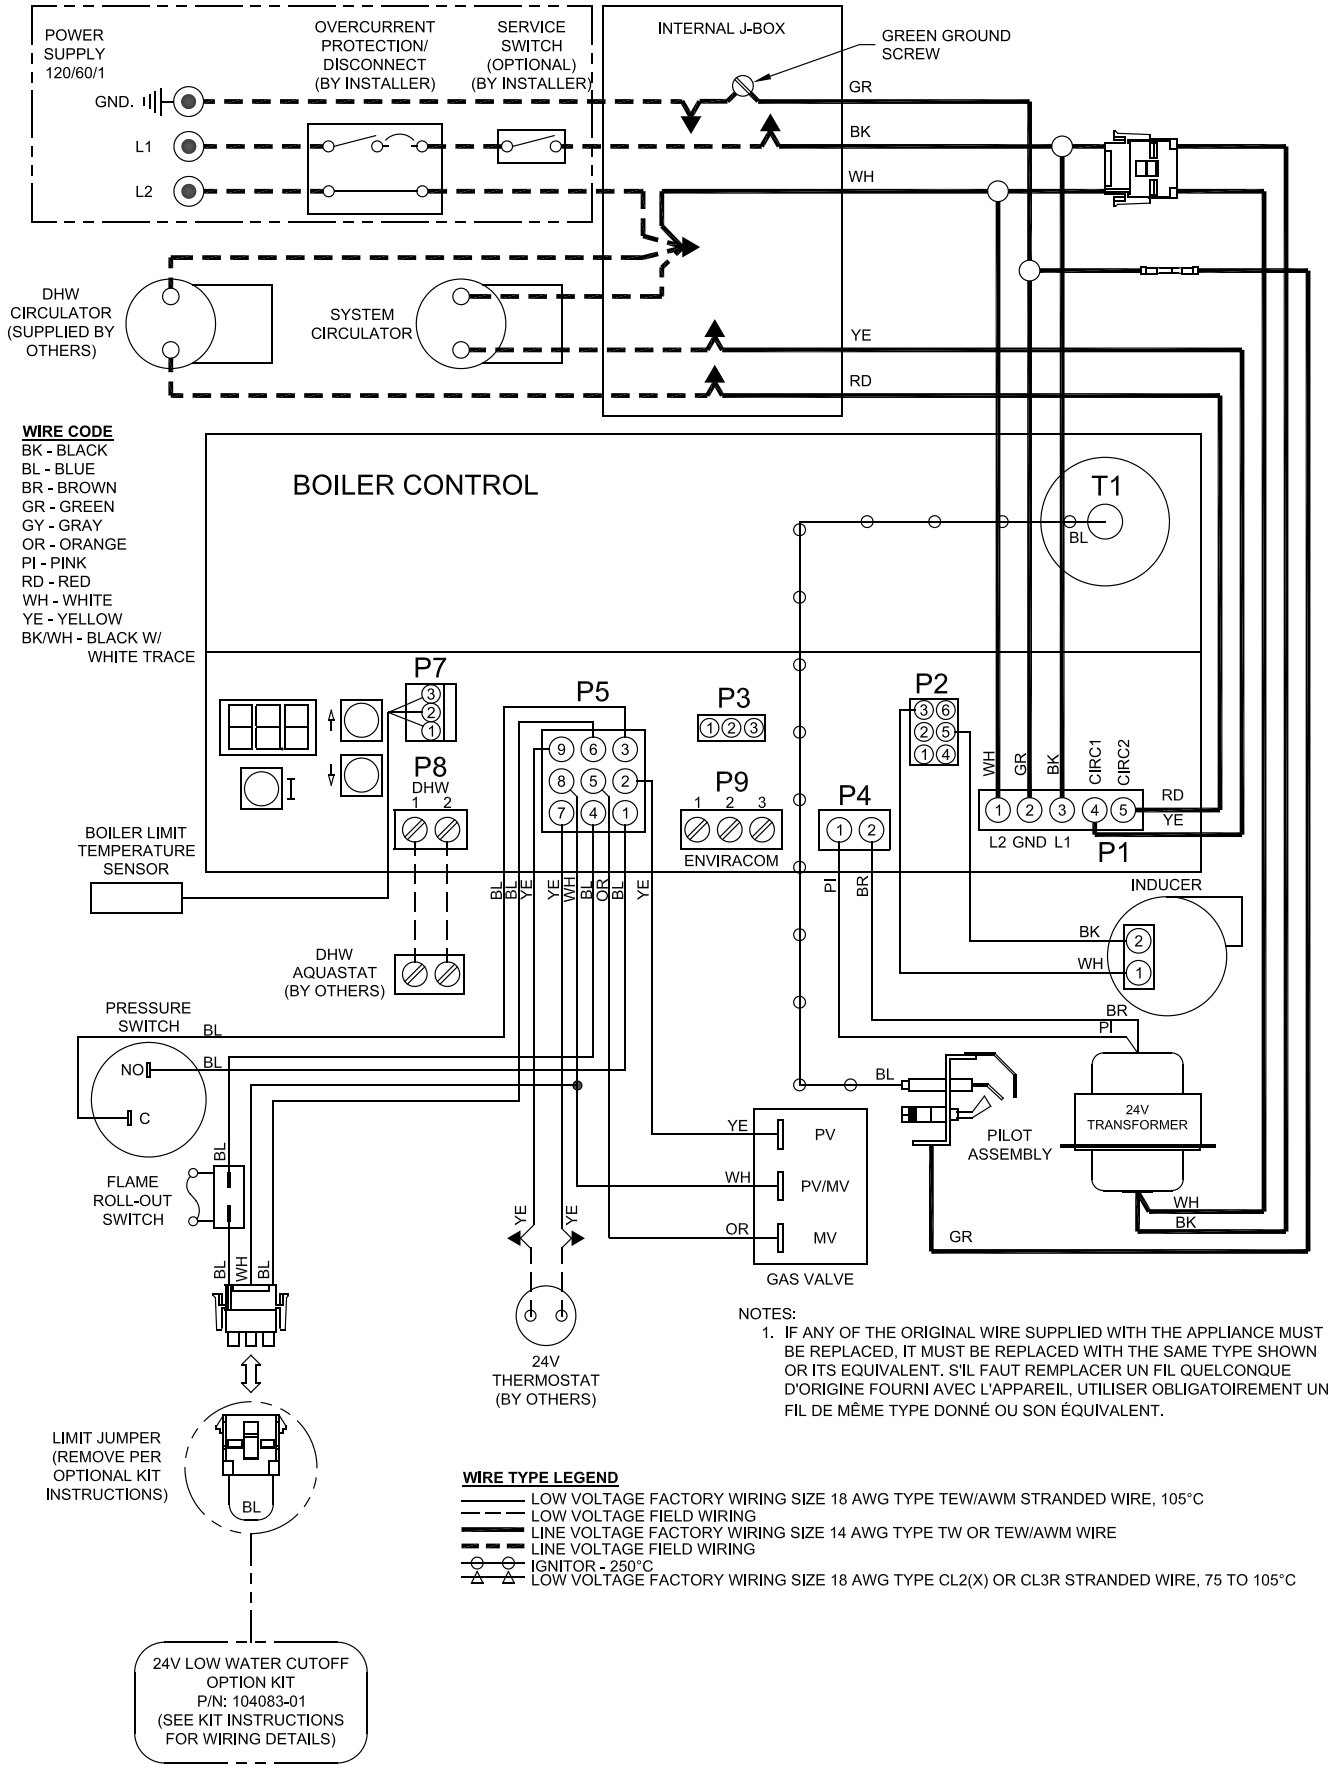

Figure 17: Wiring Connection Diagram
E. **Refer to** Figures 17 and 18 for details on the internal boiler wiring.